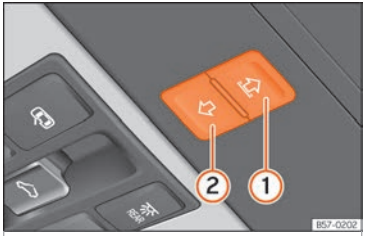

Fig. 90 Dans le ciel de pavillon : touches du store pare-soleil.
Les touches ››› fig. 90 ① et ② possèdent deux niveaux. Le premier niveau permet d'ouvrir ou fermer entièrement ou partiellement le store pare-soleil.
- *Store pare-soleil :* dans les 5 secondes à partir de l'activation de la fonction anti-pincement, appuyez sur la touche ››› fig. 90 ② jusqu'à ce que le store se ferme complètement.